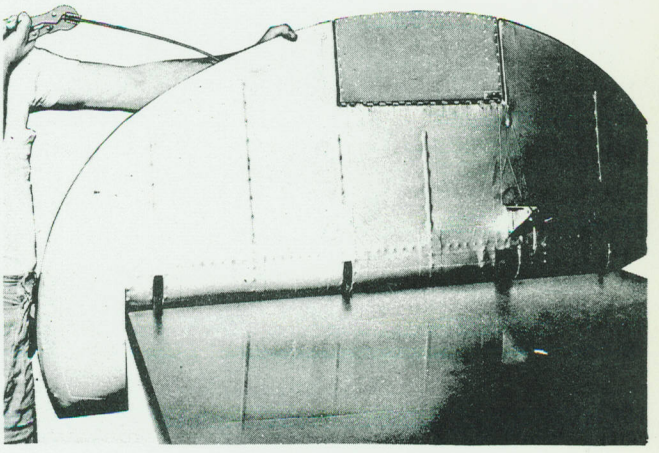

Figure 2-31 Rudder Tab Hinge Wire Removal
(1) Disconnect actuator arm from tab horn.
(2) Remove tab hinge wire and remove tab (Figure 2-31).